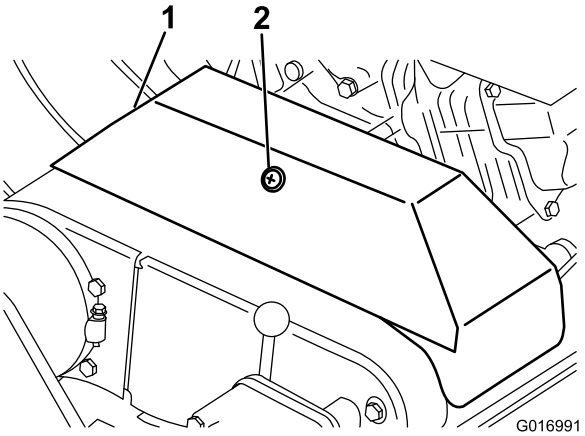

Figur 32
3. Lossa den hållare som håller fast kilremskåpan och öppna kåpan genom att vrida den (Figur 32).